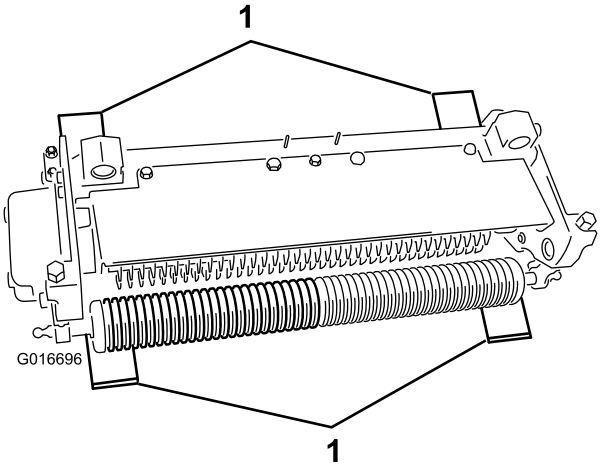

Figur 9
2. Placer 4 målestænger, som er indstillet til den ønskede nedramningsdybde under jorden, under stråklippeenhedens frontrulle og bagrulle (Figur 9).